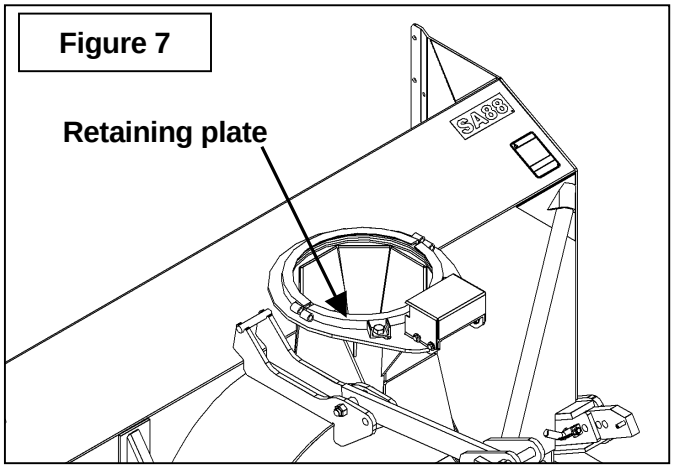

Figure 7
3. Hold the two half-shaft side by side and locate the **"L"** length between the two center-to-center half-shaft universal joints. Mark off the zone to be cut on both halves opposite each half-shaft guard as shown on Figure 7.
1. **Figure 7:** The snowblower, as delivered. (The model may differ)